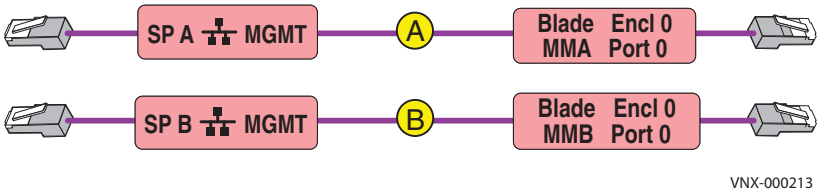

**Figure 23** Blade enclosure cables
1. Locate the cables as shown in Figure 23.